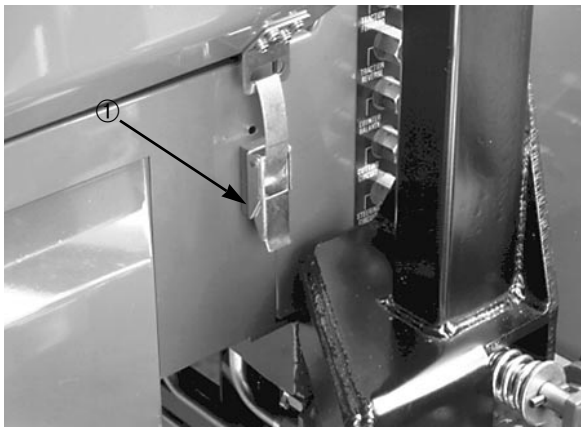

**Bild 1**
**1.** Die Maschine auf einer ebenen Fläche abstellen. Die Laschen der Motorhaube (Bild 1) lösen.